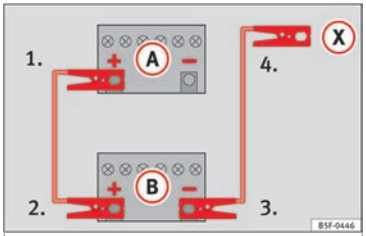

Fig. 87 Diagram of connections for vehicles without Start-Stop system.
2. Connect one end of the *red* jump lead to the positive (+) terminal of the vehicle with the flat battery (A) ››› **Fig. 87**.
3. Connect the other end of the *red* jump lead to the positive terminal (+) in the vehicle providing assistance (B).
4a. *For vehicles without Start-Stop system:* connect one end of the *black* jump lead to the negative terminal (–) of the vehicle providing the current (B) ››› **Fig. 87**.